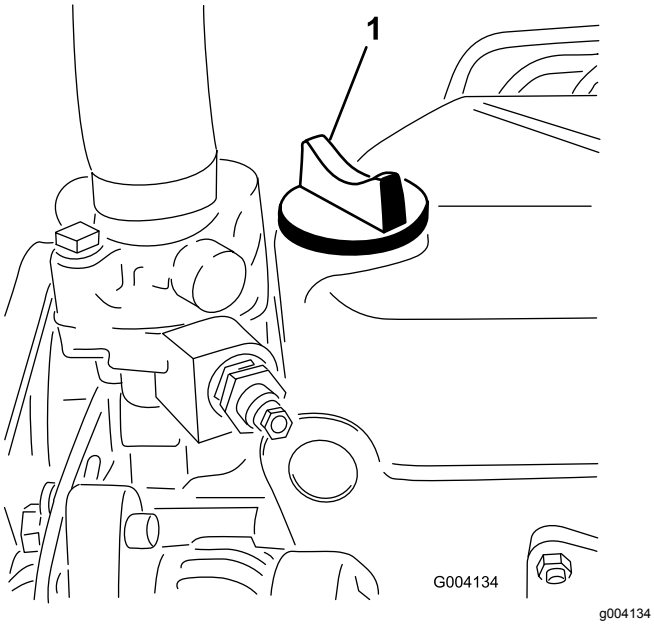

Figuur 30
5. Als het oliepeil beneden de VOL-markering staat, verwijdert u de vuldop (Figuur 30) en vult u bij met olie totdat het oliepeil de VOL-markering op de peilstok bereikt.